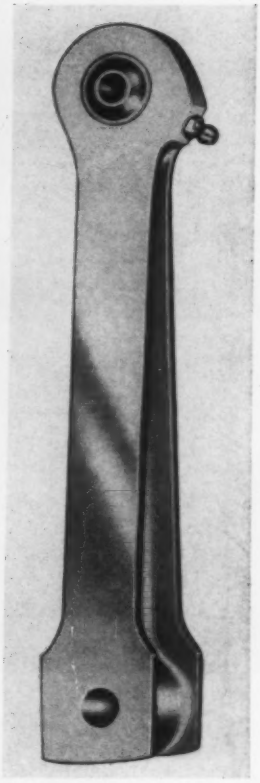

Fig. 4—Right—Spherical bearing mounted in special link furnished by user
The human ear is capable of responding to frequencies up to about 20,000 cps. But, in order to be perceived, some frequencies must be presented at higher intensities than others. The relative sensitivity of the ear to various frequencies is shown in Fig. 4. These are average curves for 20 to 29 year old subjects. Different curves result if the age group is changed. Note that at very low frequencies, only 60-db or louder tones can be heard; on the other hand, in the frequency range between 1000 and 3000 cps, the threshold is near 0 db. To develop 60 db in a 20-cps tone requires a tremendous amount of energy, while at 1000 cps, the ear responds to pressures of less than 10^{-6} gm.
Fig. 4 also shows an upper curve for the threshold of feeling of the ear. These values provide a safe indication of the upper limits of auditory tolerance. Although sounds of up to 140 or 150 db have been experienced without injury by some individuals, this fact is no assurance that everyone can be exposed without injury to such loud noises. Exposure to sounds of lesser magnitudes for any appreciable length of time results in a loss of auditory sensitivity. Fig. 4 shows that at the most sensitive region (between 2000 and 3000 cps), the useful range of intensities is about 120 db, or a ratio 1 to 10^{12}.
Fig. 4—To be barely audible, a sound must be more intense at some frequencies than at others. The lower curve, which is the threshold of audibility, shows the ear to be most sensitive in the 2000 to 3000 cps range. The upper curve, or threshold of feeling, shows levels where sound begins to cause pain
3. Integral assemblies with special devices of the designer's choice, Fig. 4.